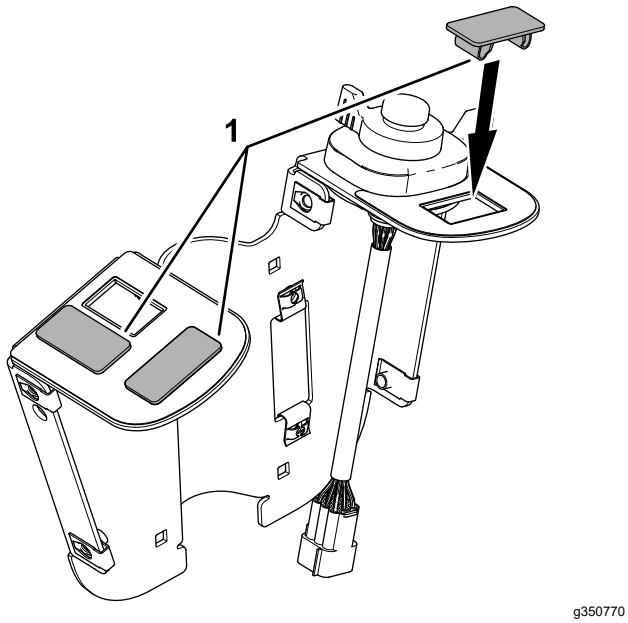

Figur 33
4. Sæt de 3 kontaktpropper i kontaktbeslaget som vist i Figur 33.